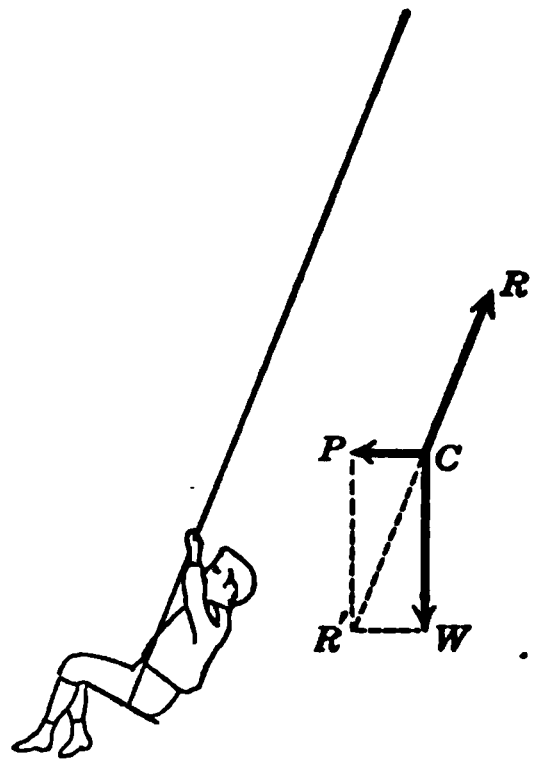

Fig. 145. Three forces acting on child in swing.
Again, suppose we have a 100-pound child in a swing (Fig. 145). A man pushes the child to one side with a force of 20 pounds. What are the magnitude and direction of the pull exerted by the rope? In the force diagram (Fig. 145), CW represents the weight of the child (100 pounds), CP represents the push (20 pounds) of the man against the child, and CR represents the pull of the rope which we wish to determine. The resultant CR' of CP and CW is equal to $\sqrt{CP^2 + CW^2}$, or $\sqrt{(20)^2 + (100)^2}$, or about 102 pounds. Therefore the tension in the rope is also 102 pounds. Its direction can be found from the diagram.